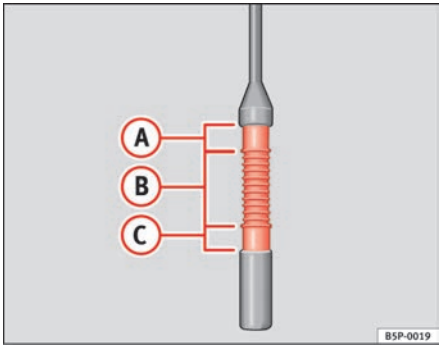

Fig. 157 Engine oil dipstick.
– Then pull it out once more and check the oil level ⇒ fig. 157. Top up with engine oil if necessary.